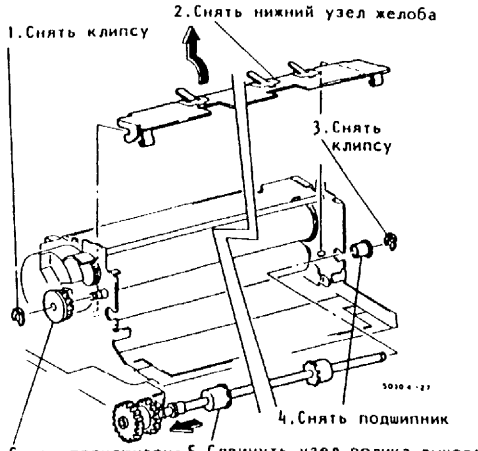
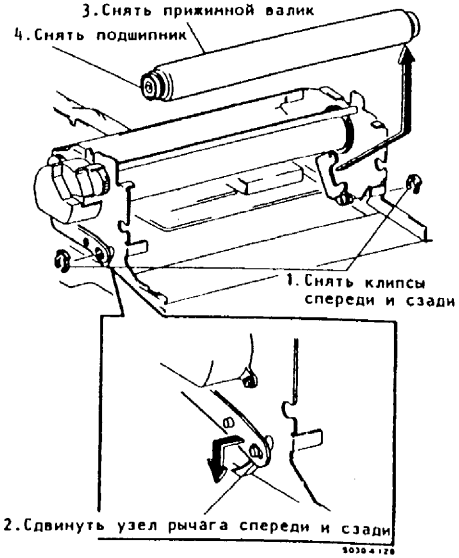

Рис.4. Снятие прижимного валика
Рис.5. Снятие прижимного валика
7. (Рис.4, Рис.5): Снять прижимной валик.